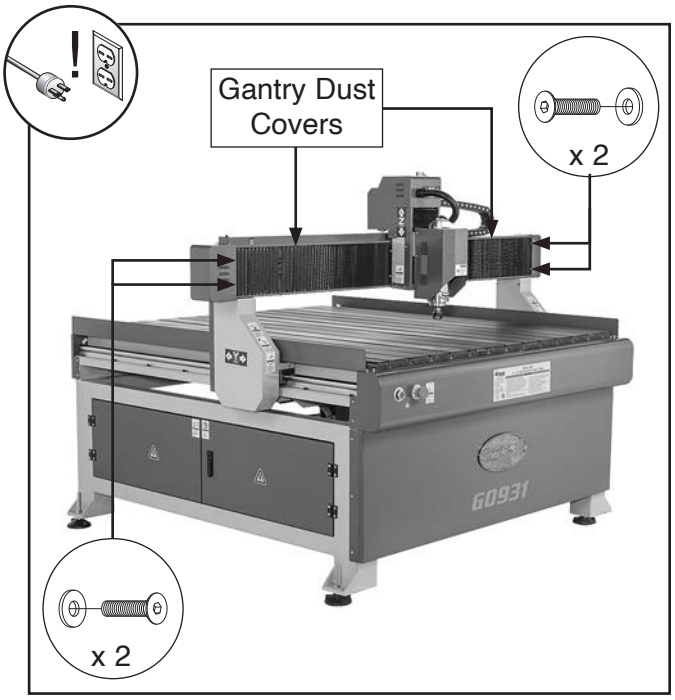

Figure 39. Gantry dust covers location.
2. Access X-axis ball screw and guide rails by removing (2) flat head cap screws and flat washers on each outer end of gantry dust covers (see **Figure 39**).